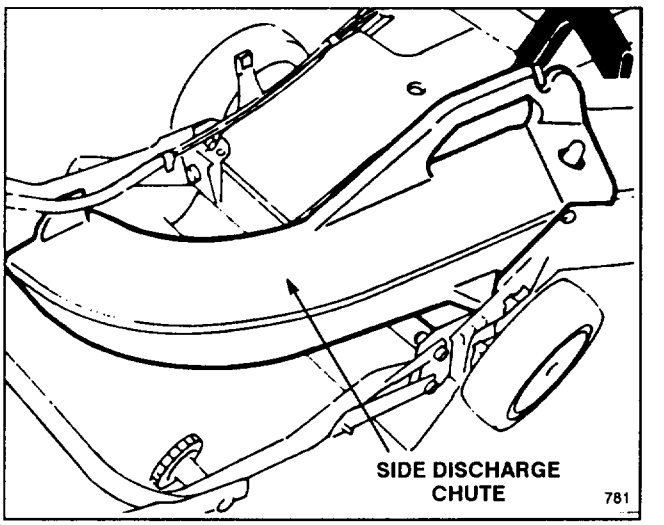

**Figure 28**
**2. Side Discharge Kit, Model 59189**—Install discharge tunnel and rear mounting side discharge chute to convert Recycler® II Super Pro® mower to a side discharge mower (Fig. 28). Includes discharge tunnel plug.